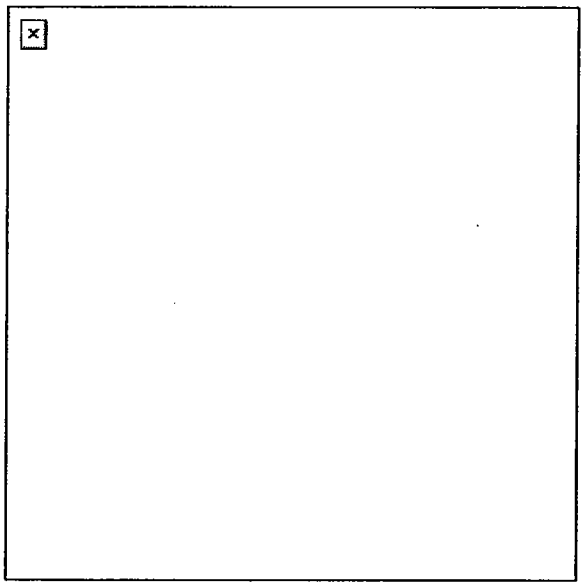

Figure 2. Moving from cover to cover.
d. Move from position to position without masking covering fires. When the next position is reached, be prepared to cover the movement of other members of the fire team or squad (Figure 2).